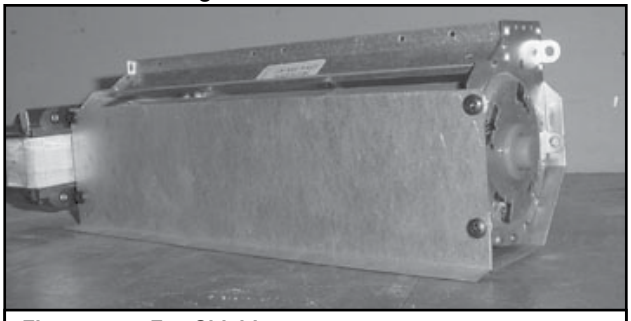

Figure 4 Fan Shield
- If the fan is being installed in a B-vent appliance, the fan shield supplied with the appliance will also need to be attached. See Figure 4.